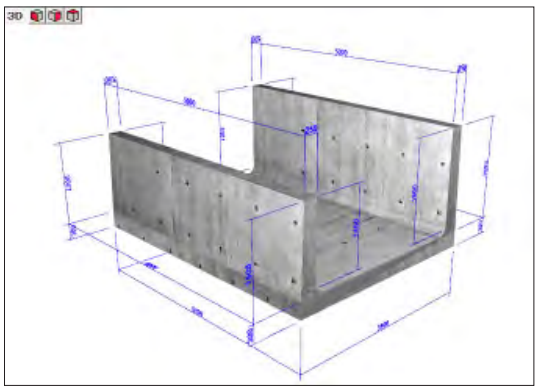

図4　3Dアノテーション
ため池やダムが決壊した場合の解析結果をアニメーション表示で確認できます。アニメーション表示は、任意の開始時刻から終了時刻までにおける解析結果の各ステップを時系列で表示できます（図4）。
■図4　ダム決壊の事例
生成されたモデルを確認してみます。板厚:WEB=13mm、Flange=21mm、材料:SN400となっていました（図4）。
■図4　生成モデル-板厚、材料